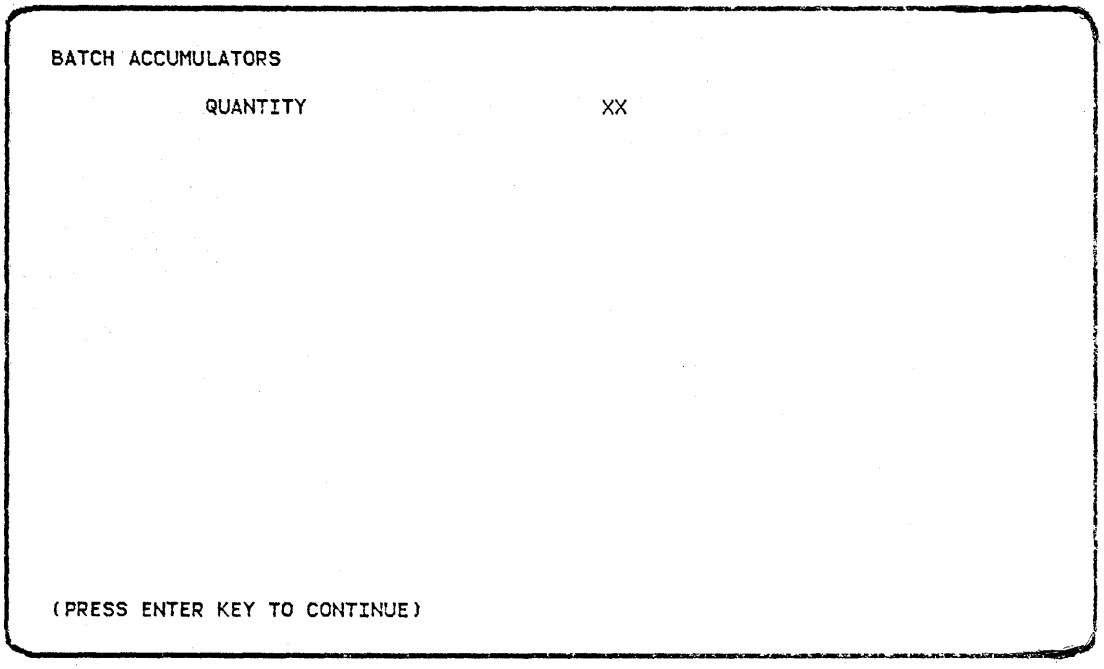

Figure 6-10. Enter/Update Batch Accumulator Display
3. If accumulators were specified for processing, the next display shown will be the batch accumulator display (Figure 6-10). After viewing this display, press the Enter/Rec Adv key.